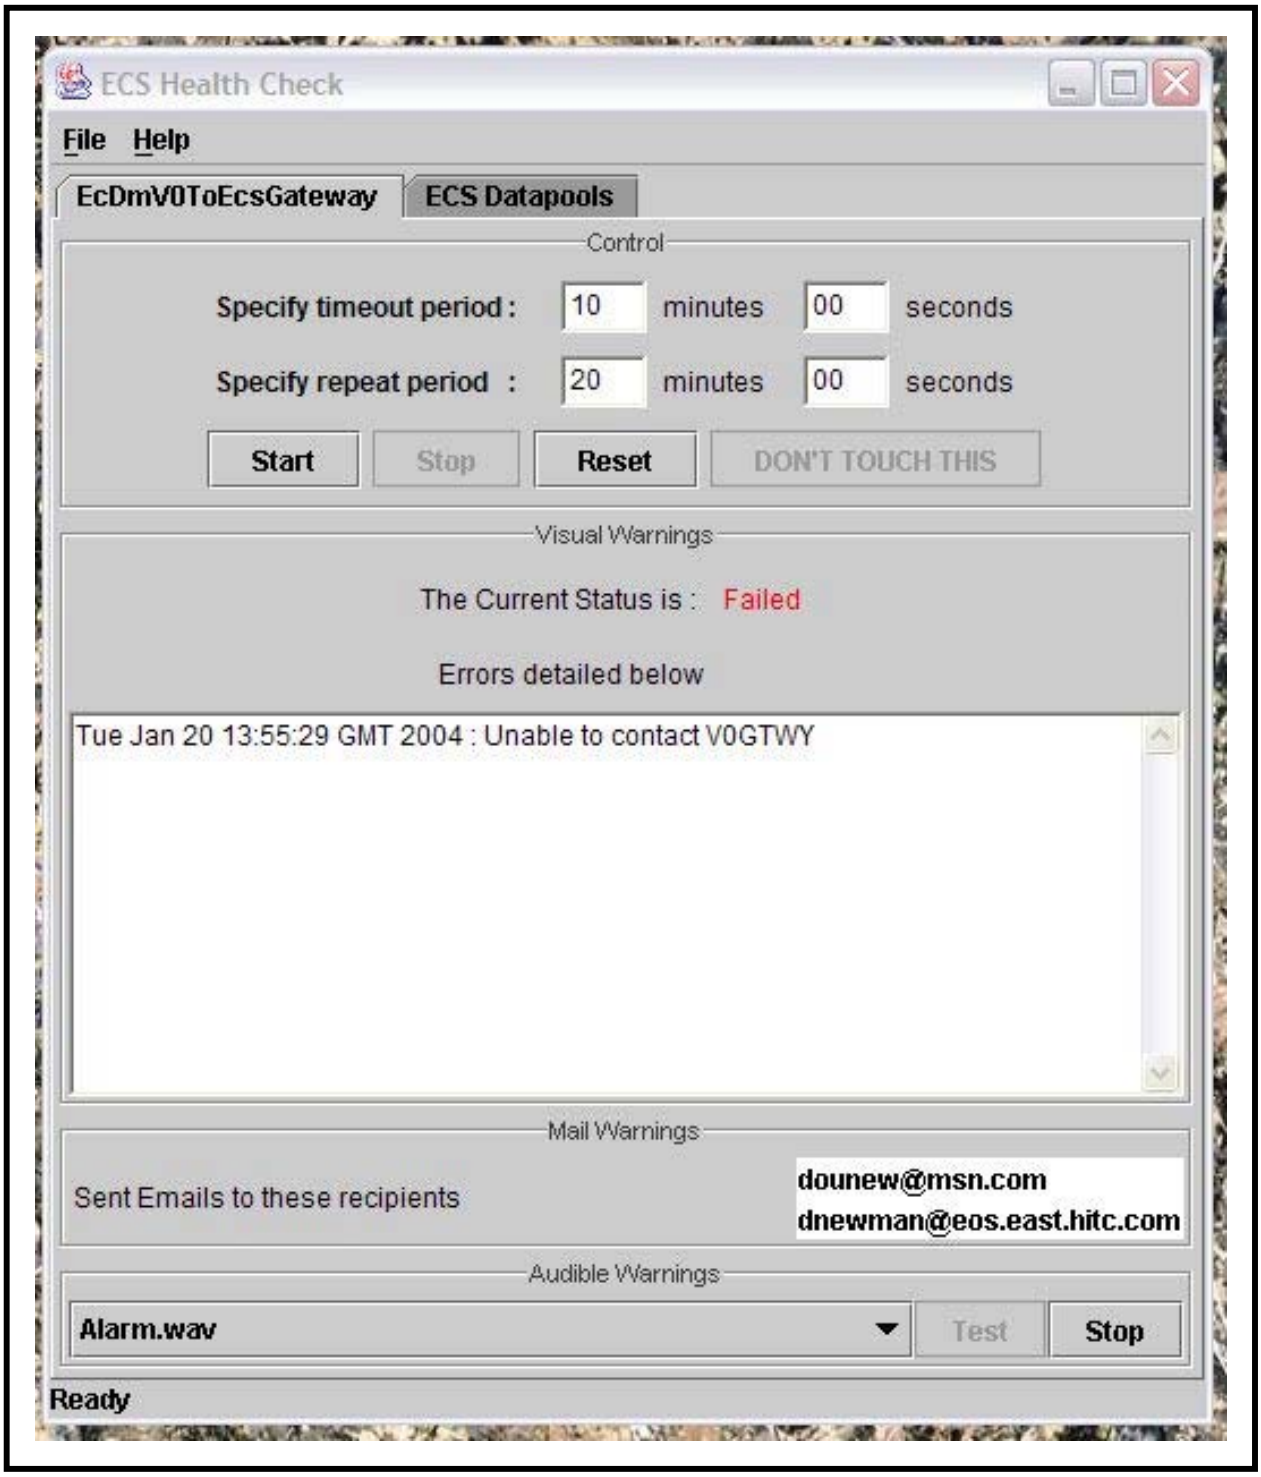

Figure 12. ECS Health Check GUI Having Detected an Error
- Nothing much will appear to happen unless an error occurs in an inventory search sent to the EcDmV0ToEcsGateway/Data Pool, in which case the following indications will be evident (as shown in Figure 12):